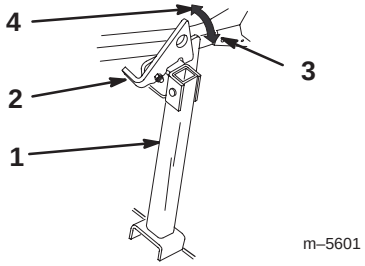

Figure 28
1. Relevez le verrou à la position déverrouillée (Fig. 28).